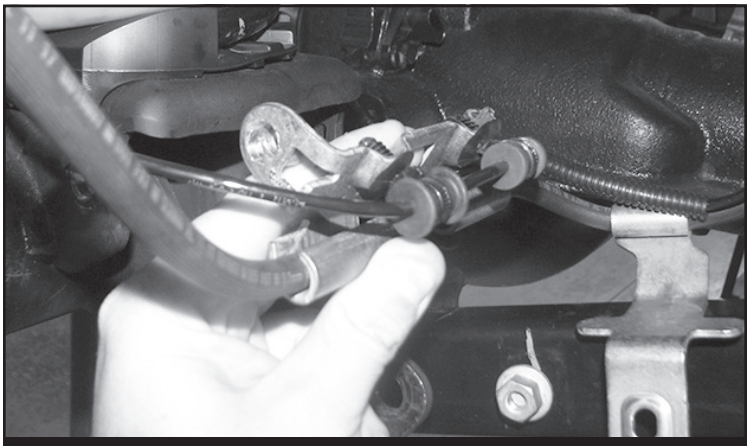

FIGURE 4 - STEP 3
3. Ubolt and remove both driver and passenger side brake line brackets from the axle spring perch. **SEE FIGURE 4**